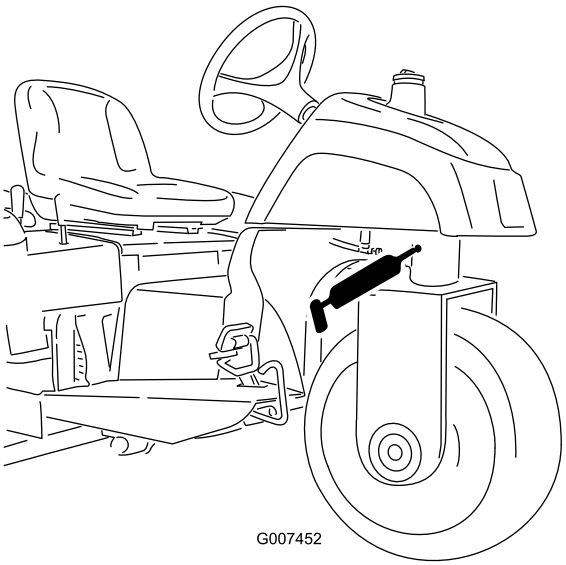

**Figur 25**
- Styretap (Figur 25)
**Bemærk:** For at kunne smøre de indfalsede fittinger på rullerne (Figur 25) skal der monteres en adapter på fedtpistolens dyse. Bestil Toro-reservedelsnr. 107-1998 hos din autoriserede Toro-forhandler.